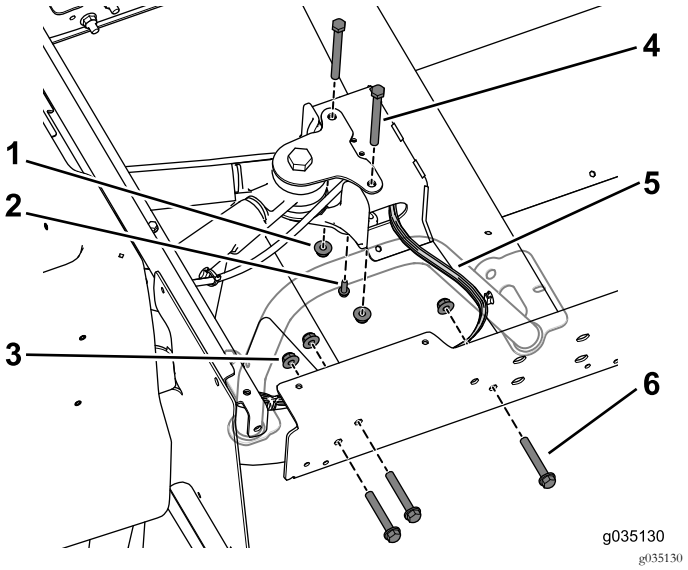

Figura 76
8. Utilice los 3 pernos (3/8" x 2½") y tuercas con arandela prensada para sujetar provisionalmente la extensión al bastidor trasero (Figura 76). Haga esto en ambos lados de la máquina.
Nota: Asegúrese de que el arnés de cables sale del perfil central en el lado derecho (Figura 76).
9. Utilice el tornillo autorroscante (¼" x ¾") para sujetar el acoplamiento en T del tubo de freno al perfil central (Figura 76).
10. Utilice los 2 pernos (3/8" x 3¾") y las tuercas con arandela prensada para conectar provisionalmente el perfil central al soporte trasero (Figura 76).